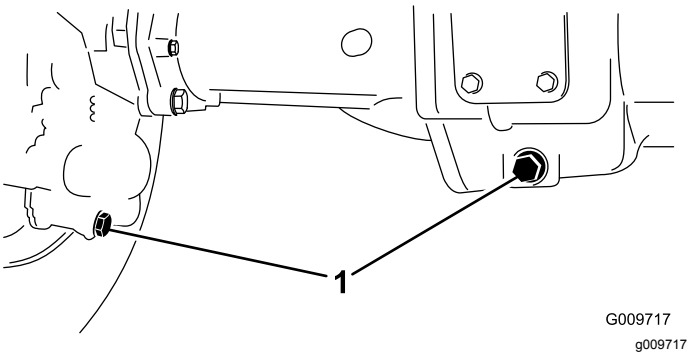

Figura 75
2. Limpie la zona alrededor de los tres tapones de vaciado, uno en cada extremo y uno en el centro (Figura 75).